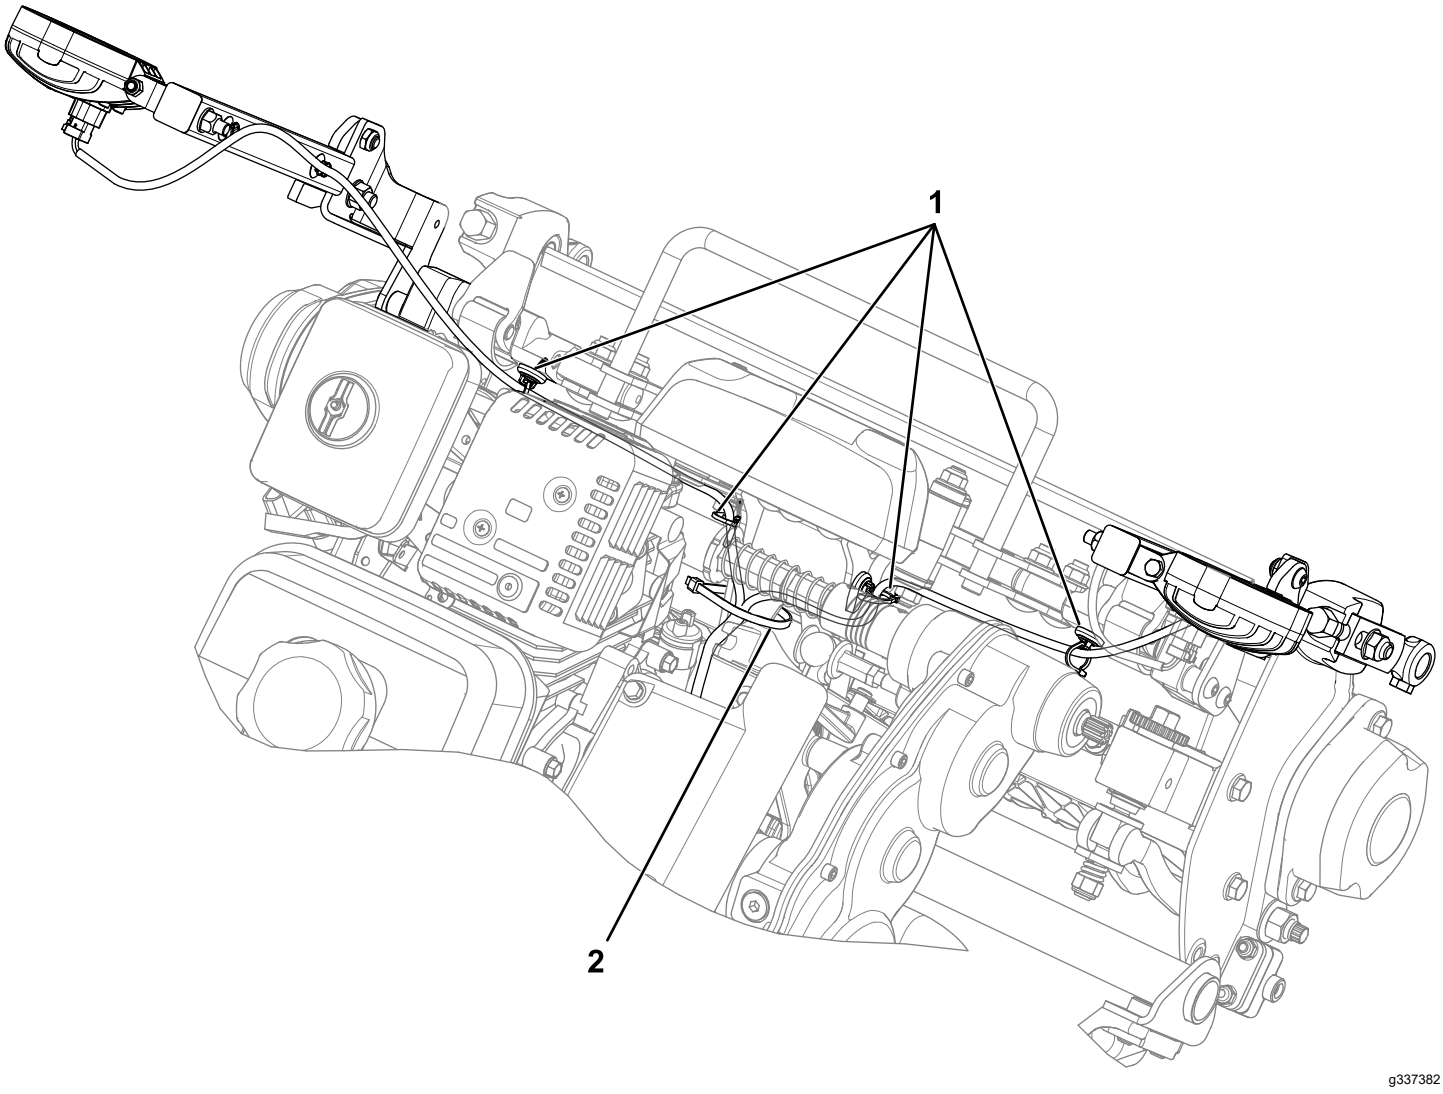

Figura 5
3. Installate i supporti del cablaggio preassemblato nelle aree del telaio mostrate nella Figura 5.
4. Fissate il cablaggio preassemblato ai supporti del cablaggio preassemblato (Figura 5).
6. Utilizzate una fascetta per cavi per fissare il cablaggio preassemblato al telaio (Figura 5).